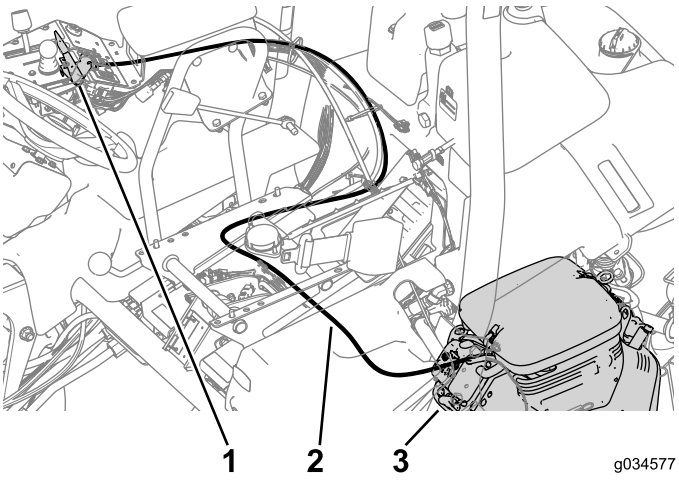

Figura 18
1. Seguite la disposizione originaria del cavo per disporre il nuovo cavo dello starter e fissatelo alla macchina con fascette per cavi (Figura 18).
2. Collegate il cavo al comando dello starter sul motore (Figura 18).